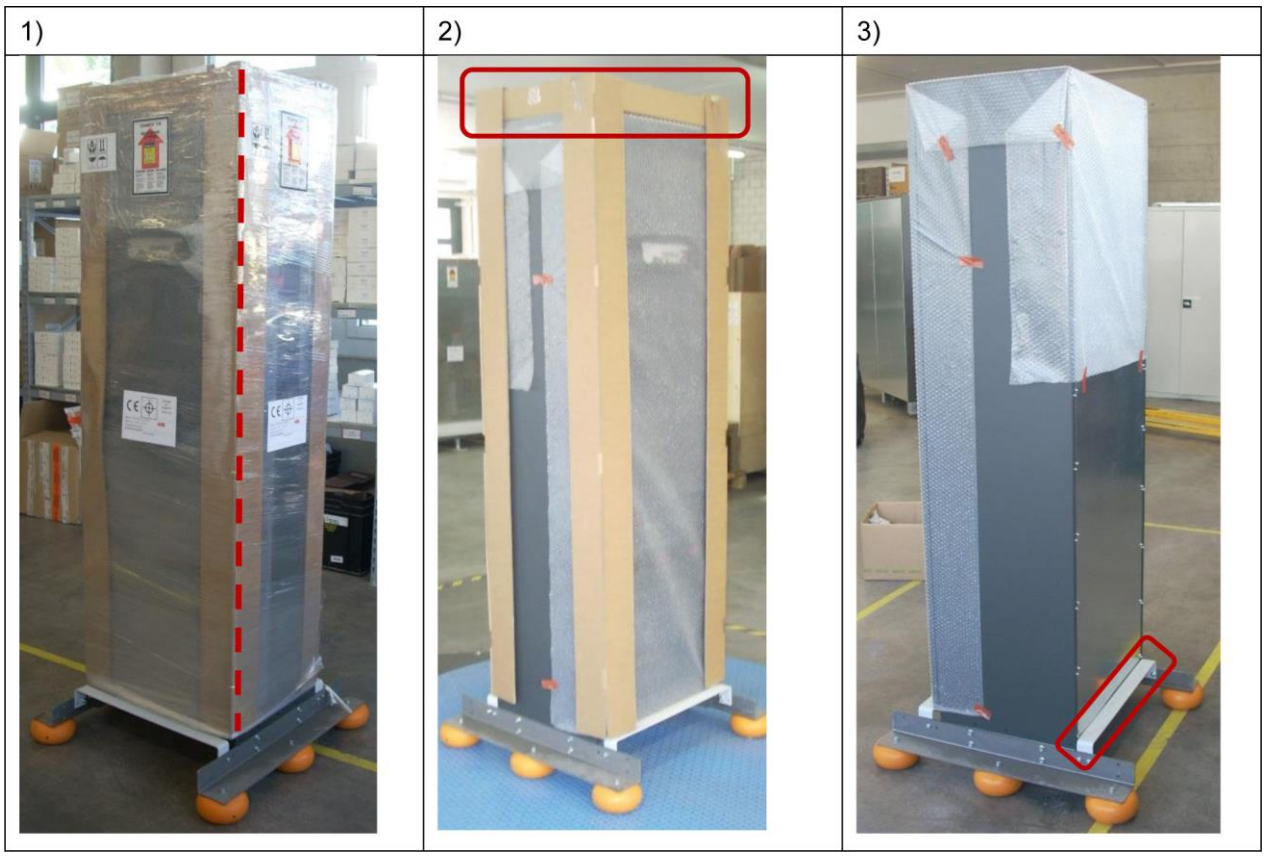
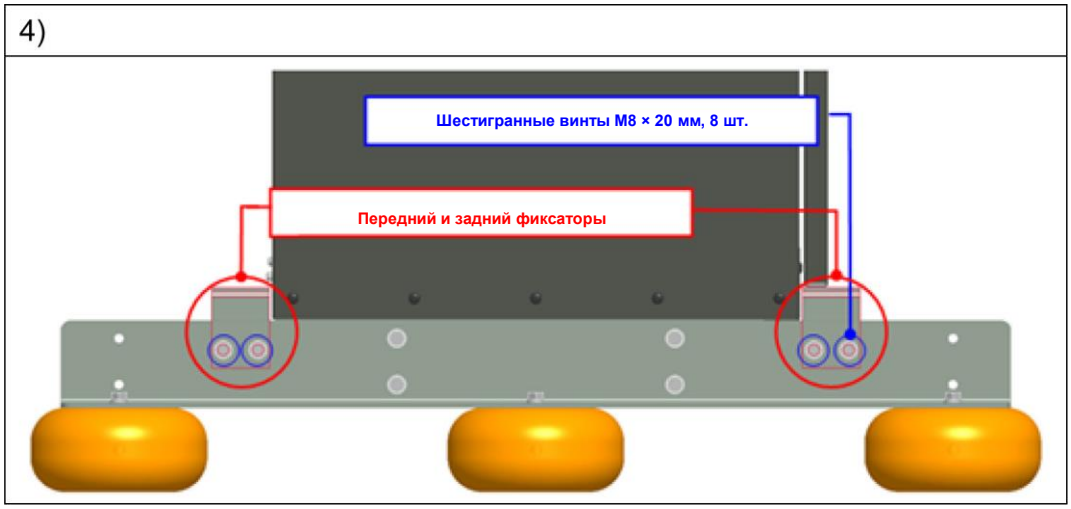

Рис. 3. Поэтапная распаковка PowerWave 33 S3
Рис. 4. Вид нижней части PowerWave 33 S3 с креплением (стандарт) сбоку
4) Снять передние и задние фиксаторы (см. рис. 3 ниже и рис. 4 на следующей странице), отвинтив 8 шестигранных винтов M8.